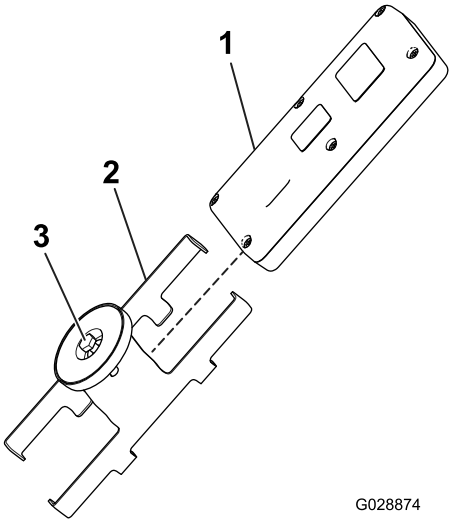

Figuur 45
1. Zet de bout in de magneet op de magnetische beugel van het bedieningspaneel los (Figuur 45).
2. Schuif de kanten van de beugel uit elkaar en verwijder het bedieningspaneel (Figuur 45).
8. Monteer het bedieningspaneel in de magnetische beugel van het bedieningspaneel, schuif de helften samen om het bedieningspaneel te bevestigen en draai de bout in de magneet vast (Figuur 45).